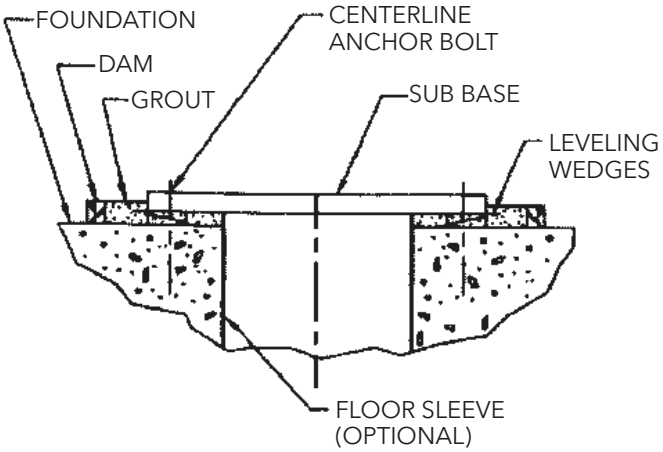

***Figure 6***
A. Using leveling wedges. This is shown in Figure 6.
2. Build dam around foundation (See Figure 6). Thoroughly wet foundation. Refer to grout manufacturer's instructions.